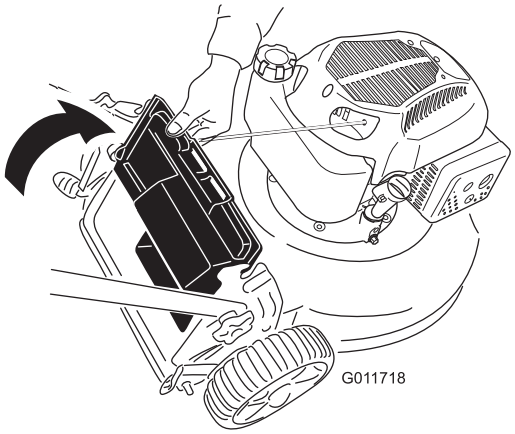

Figuur 20
2. Breng de afvoergeleider omhoog en houd deze omhoog (Figuur 20).